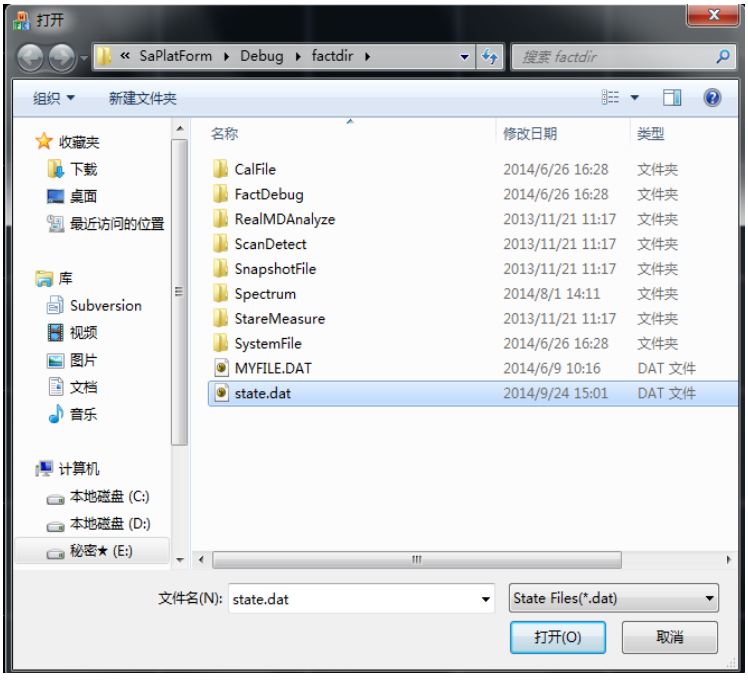

图 3.24 文件调用界面
- 弹出文件打开对话框，选择需要调用文件，点击打开即可，如图 3.24 所示。